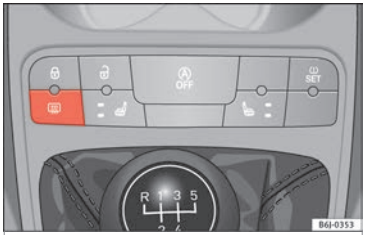

Fig. 128 Centre console: heated rear window switch.
– Press the demisting button ››› **Fig. 128**